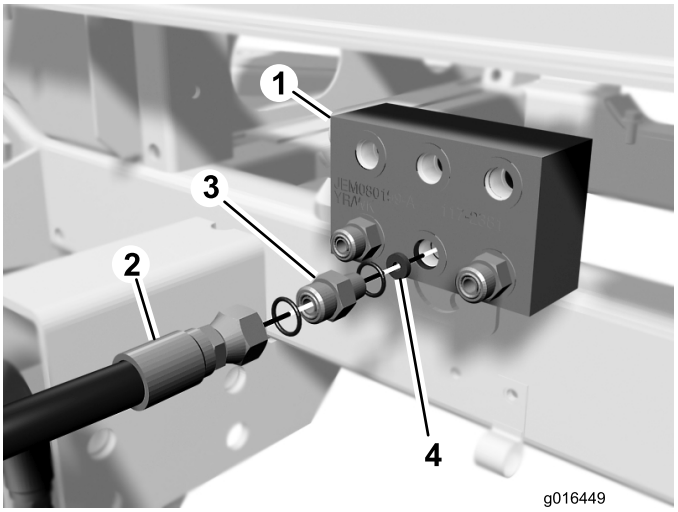

Figura 3
6. Coloque um recipiente de escoamento debaixo do manípulo de junção (Figura 3).
7. Desligue o tubo hidráulico a partir da união **central inferior** no manípulo de junção (Figura 3).
8. Retire a união hidráulica a partir da porta **central inferior** no manípulo de junção (Figura 3).
9. Retire e deite fora o orifício da união hidráulica (Figura 3). Volte a instalar a porta central inferior no manípulo de junção.